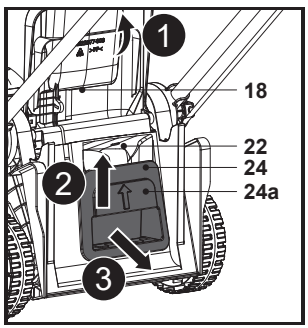

Fig. 13
2. Levante el asa integrada (24a) y extraiga el accesorio triturador (24) del canal de descarga trasero (22); a continuación, extraiga el accesorio triturador (24) (Fig. 13).